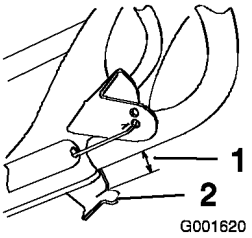

Figure 20
2. Vérifiez que l'écart entre le support de la barre de commande et le mancheron est compris entre 3 et 6 mm (1/8 à 1/4 pouce) (Figure 20).